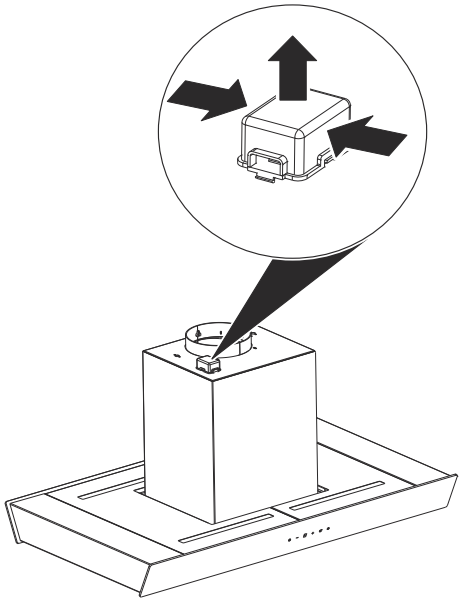

Abb. 43: Box öffnen und schließen
2. Drücken Sie den Deckel (Abb. 43) an den langen Seiten zusammen, um die schwarze Box (Abb. 43) zu öffnen, und nehmen Sie den Deckel (Abb. 43) ab.